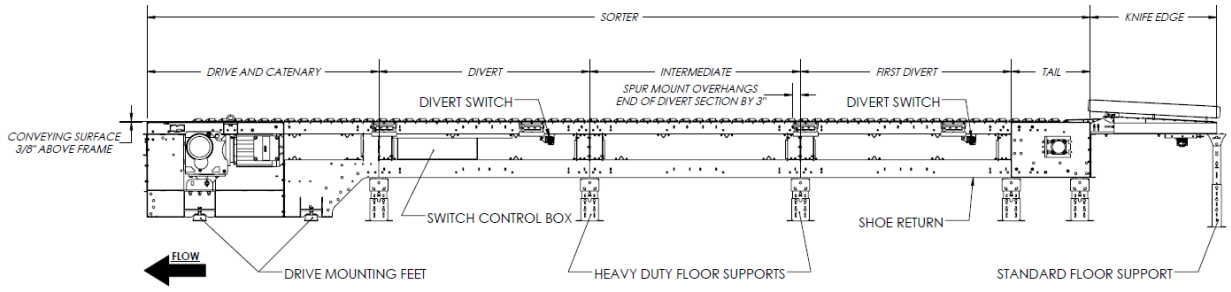

Figure 1-Shoe Sorter Section Types and General Arrangement
Figure 1 shows a side view of an example shoe sorter. Product flows over an induction conveyor, containing at least a knife edge transition belt, but commonly also containing one or more gapper conveyors to set correct product spacing. The product then flows across the sorter, which contains one or more divert sections. Each divert section will mate to a spur and a takeaway conveyor line. Products that do not get diverted will continue down the length of the sorter onto discharge conveyor.
3. Set the drive section in position. Refer to the system layout/installation drawing and Figure 1.